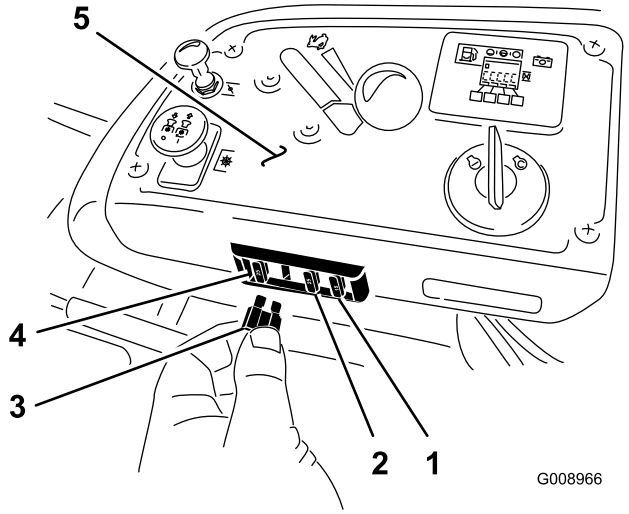

Figur 63
1. Sikringene befinner seg i den høyre konsollen ved siden av setet (Figur 63).
3. Sett inn en ny sikring (Figur 63).